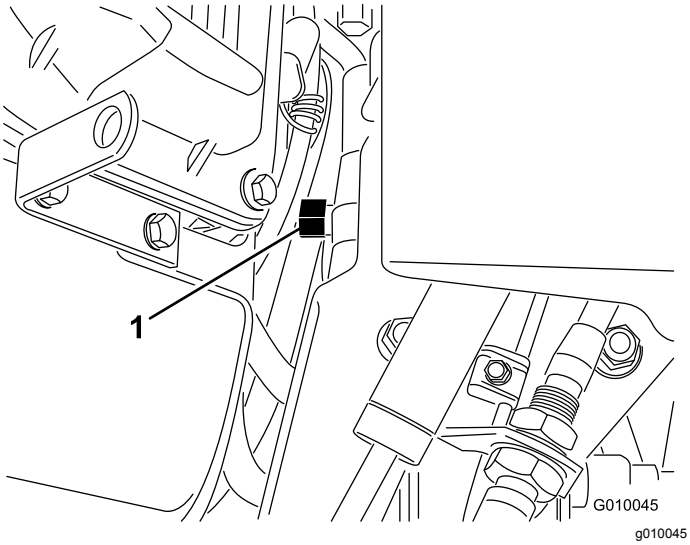

Figuur 31
2. Tussen de motor en de hydrostatische pomp bevindt zich een omloopventiel (Figuur 31).
3. Gebruik een sleutel van ⅝" en draai het omloopventiel 1 slag linksom. Hierdoor kan de hydraulische vloeistof langs de pomp worden geleid zodat de wielen kunnen draaien (Figuur 31).
5. Als u de machine weer wilt gaan bedienen, moet u het omloopventiel 1 slag rechtsom draaien (Figuur 31).